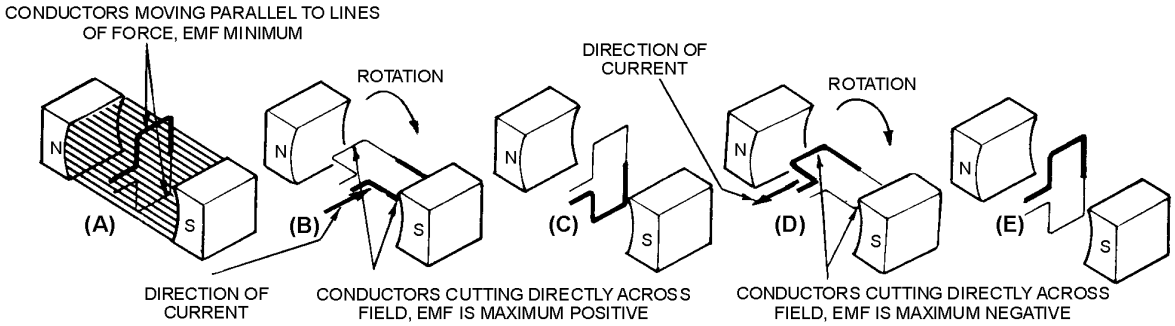

Figure 1-7.—Simple alternating-current generator.
Figures 1-7 and 1-8 show a suspended loop of wire (conductor) being rotated (moved) in a clockwise direction through the magnetic field between the poles of a permanent magnet. For ease of explanation, the loop has been divided into a dark half and light half. Notice in (A) of the figure that the dark half is moving along (parallel to) the lines of force. Consequently, it is cutting NO lines of force. The same is true of the light half, which is moving in the opposite direction. Since the conductors are cutting no lines of force, no emf is induced. As the loop rotates toward the position shown in (B), it cuts more and more lines of force per second (inducing an ever-increasing voltage) because it is cutting more directly across the field (lines of force). At (B), the conductor is shown completing one-quarter of a complete revolution, or 90º , of a complete circle. Because the conductor is now cutting directly across the field, the voltage